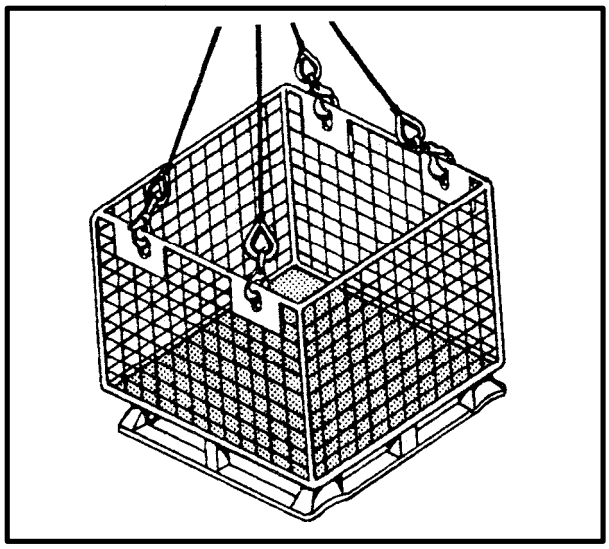

*Figure 9-2. Hoisting Sling Hooked to Cargotainer*
**b. Cargotainers.** A cargotainer is a pallet with wire mesh sides that fold down for compact storage (Figure 9-2). The cargotainer is ideal for transferring loose and odd-shaped items.